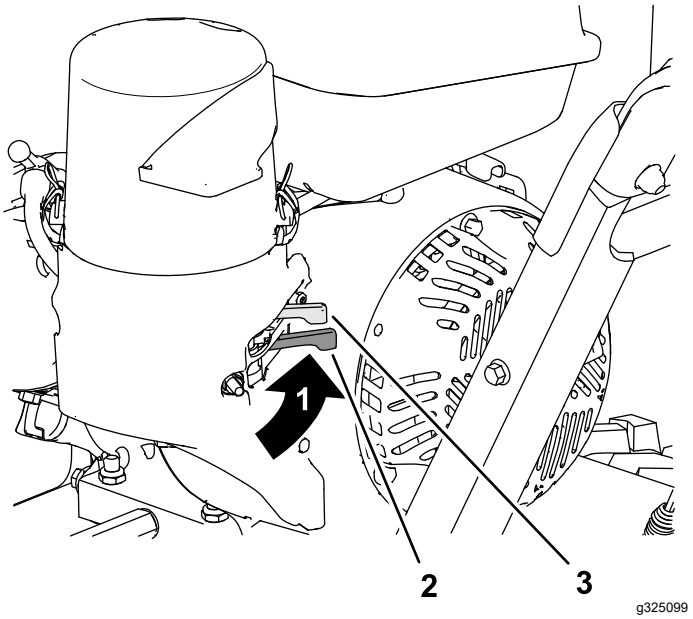

Figur 11
Flyt brændstofafbryderventilen, som er placeret under chokeren, til højre for at åbne for brændstoftilførslen (Figur 11).
2. På motorens bageste venstre side skal du flytte chokeren til venstre til positionen ON (Til). På en varm motor – lad chokeren være i positionen OFF (Fra) (Figur 11).
6. Lad motoren varme op i nogle minutter, og flyt derefter chokeren til positionen OFF (Fra) (Figur 11).
5. Brug brændstofafbryderventilen for at afbryde brændstoffet, når du ikke skal bruge maskinen i et par dage, parkerer maskinen i en bygning eller transporterer maskinen til og fra arbejdsstedet (Figur 11).